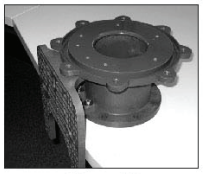
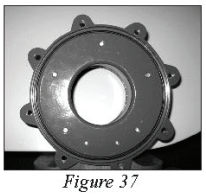
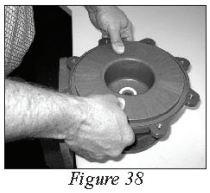

Figure 36
Figure 37
Figure 38
6. Position the motor adapter assembly on a flat surface. If the foot is installed, allow the feet to hang over the edge. See figure 36. Install the o-ring (item 8A) into the groove on the clamp ring. Lubricate the o-ring with a compatible lubricant. See figure 37. Install the barrier (item 7) into the clamp ring motor adapter assembly (items 8A, 8B, 8C, 8D, 27, 28, and 29). Push the barrier straight down until it seats in the clamp ring. See figure 38.